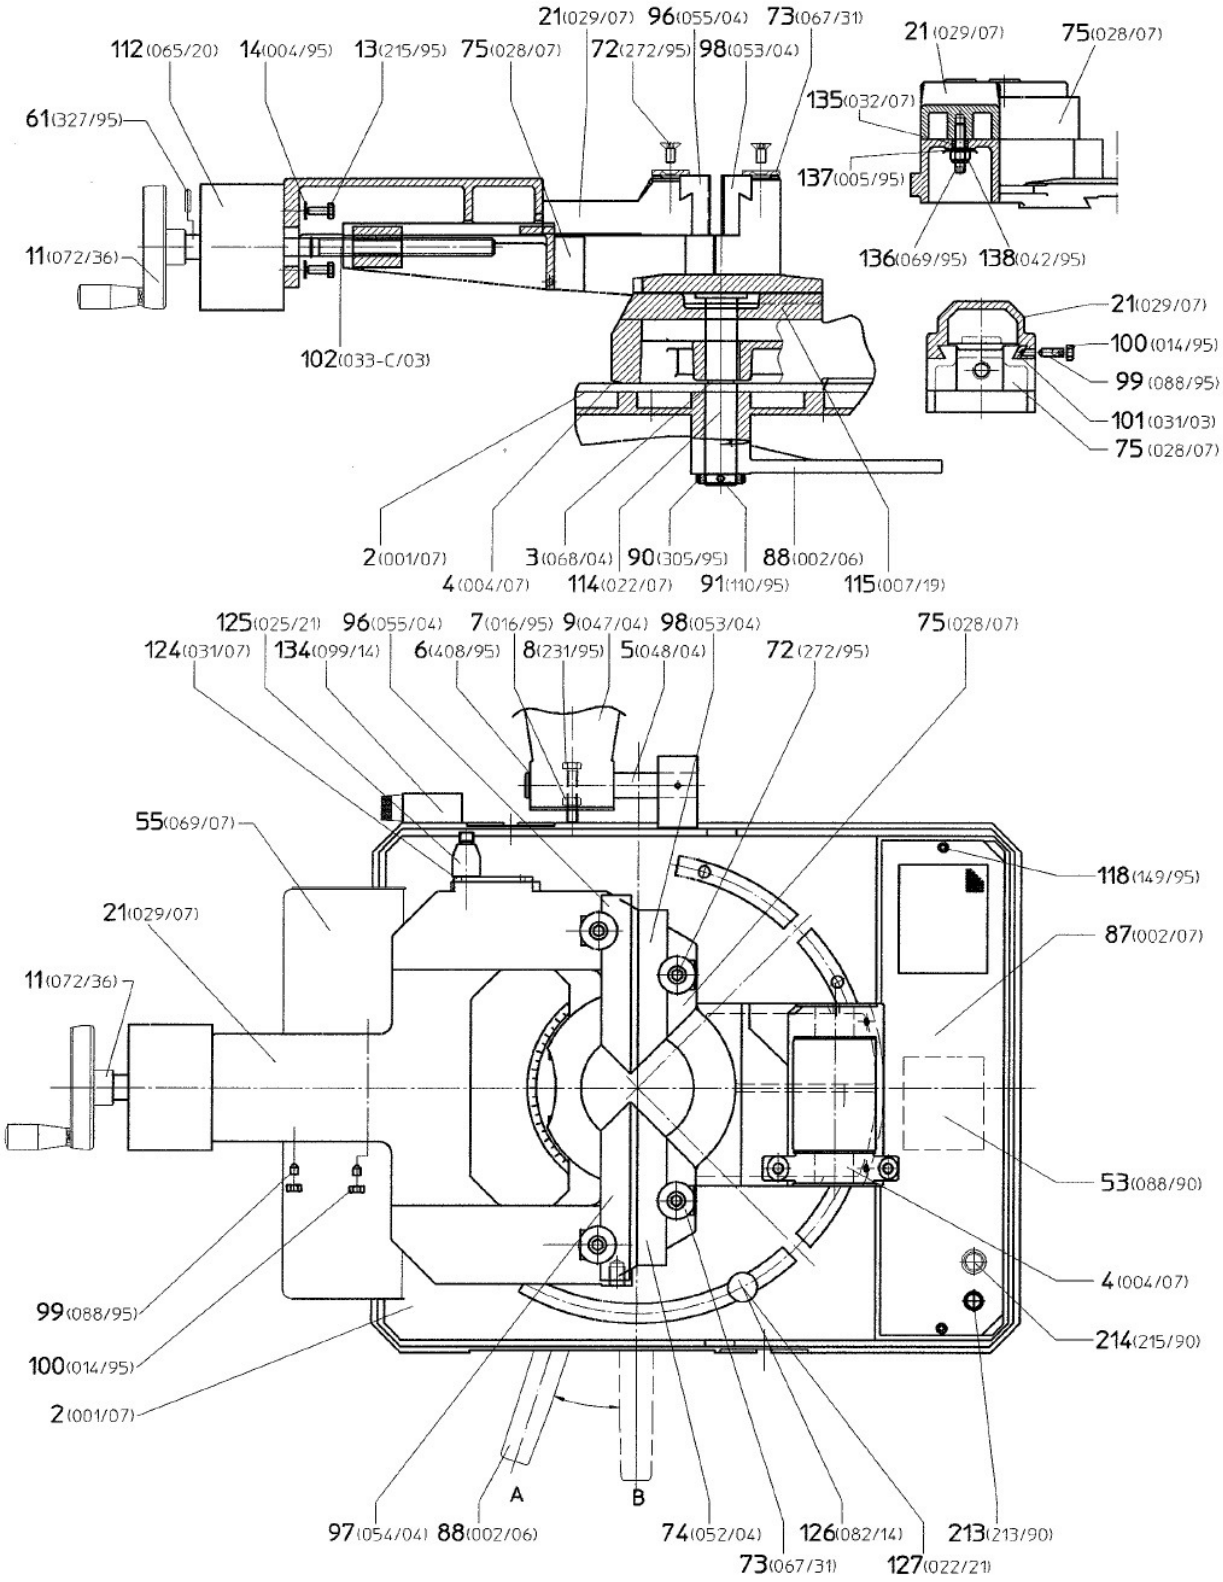
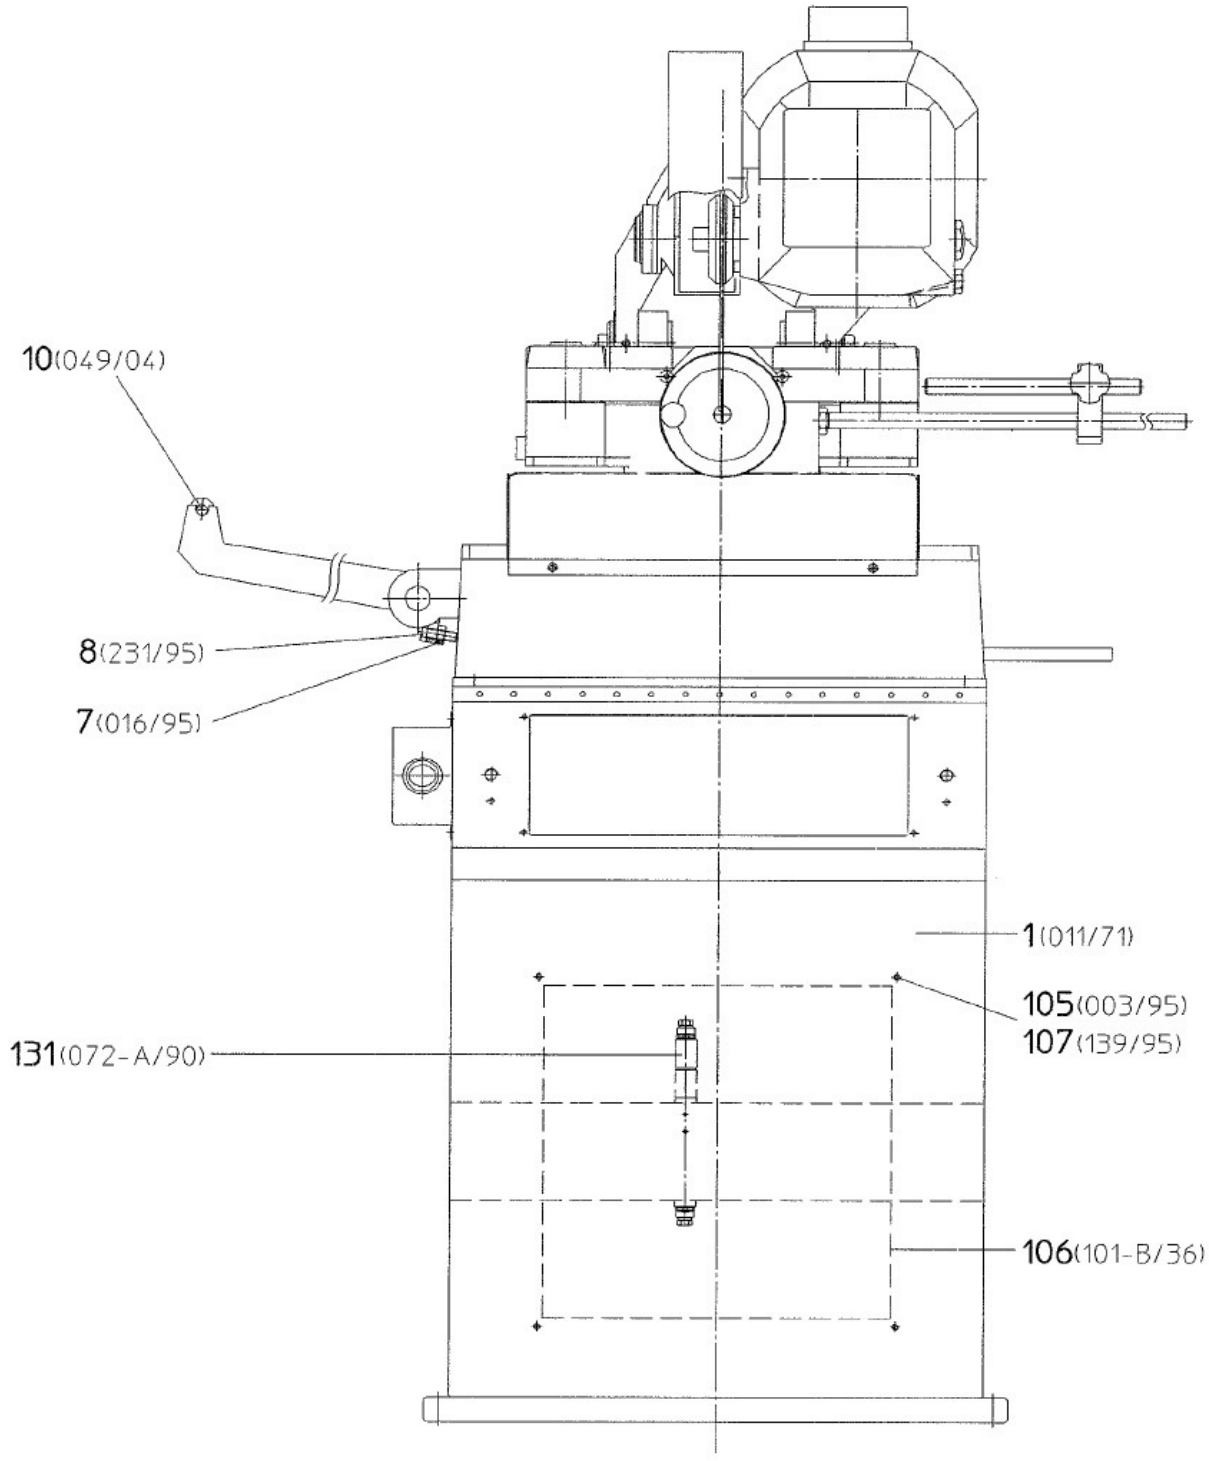

Abb. 14: Ersatzteilzeichnung 3 - MKS 350 H
Abb. 15: Ersatzteilzeichnung 4 - MKS 350 H
Schritt 1: Die Spannbacke [Abb. 14, 21] abmontieren, den Spannstock [Abb. 14, 75] komplett entnehmen, in dem man das Handrad [Abb. 14, 11] dreht.
Schritt 2: Die Schraubstock-Führungen [Abb. 14; 75, 21 und 101] schmieren.
Schritt 3: Bei Bedarf das Spiel der Schraubstockbacke auf den Führungen mit dem Stift [Abb. 14, 99] justieren. dazu zuvor die Feststellmutter [Abb. 15, 100] lockern und anschließend wieder festziehen.
Schritt 2: Die Schrauben [Abb. 14, 118] lösen und die Abdeckung [Abb. 14, 87] abnehmen.
Schritt 1: Feststellhebel [Abb. 14, 88] lösen und den Drehtisch auf Leichtgängigkeit prüfen. Bei Bedarf kann das Spiel durch Lösen der Feststellschraube [Abb. 14, 91] und Nachstellen der Einstellmutter [Abb. 14, 90] justiert werden.
Schritt 2: Feststellschraube [Abb. 14, 91] festziehen und den Drehtisch mit dem Feststellhebel arretieren.